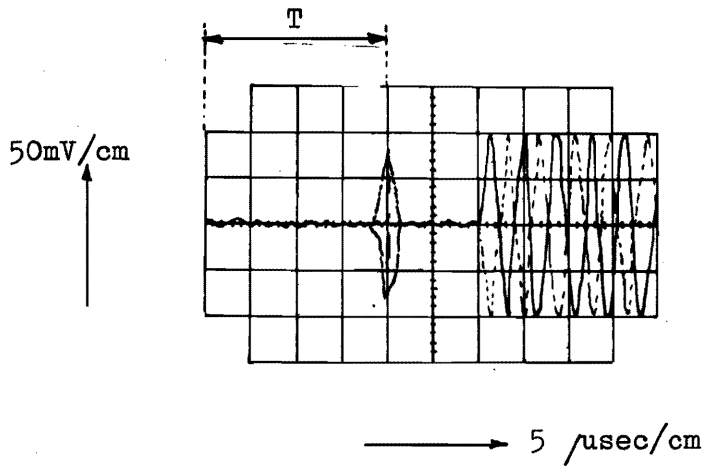

Fig 7-22
17) When steps 14 and 16 have a different value, take the average deviation, in such a way that T = 20, 0 /u sec ± 3 /u sec, see fig. 7-22.